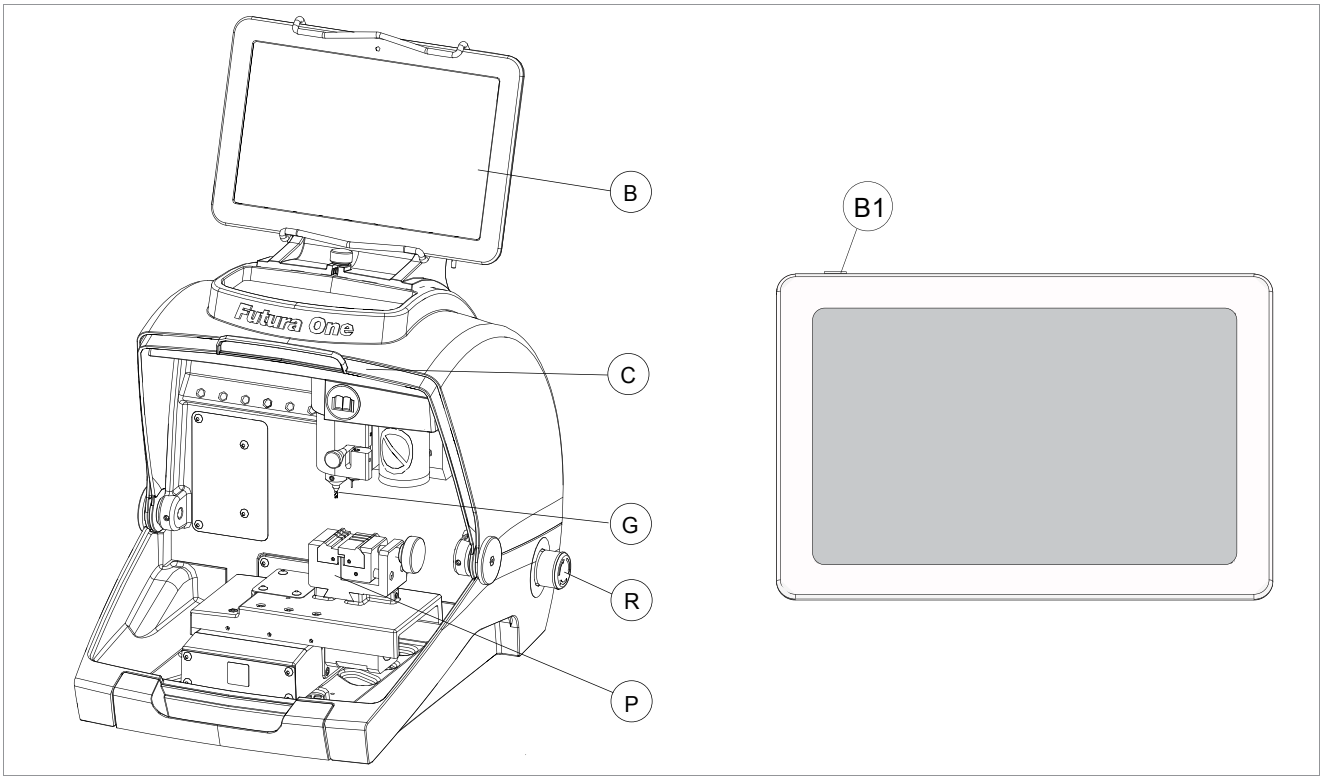

Fig. 21
2) Turn on the tablet by holding down the push button (B1) (Fig. 21) holding it down for a few seconds.